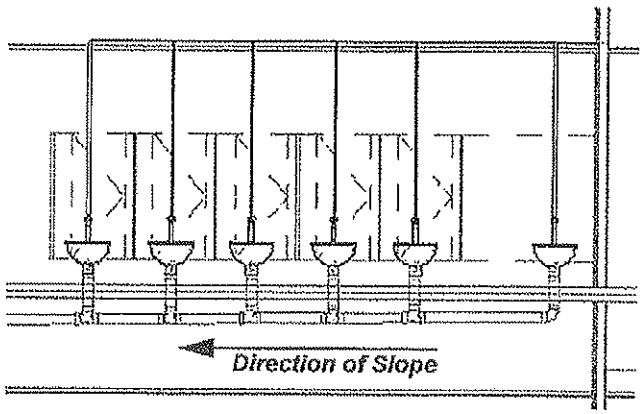

Figure 10–49
5. Review the existing layout and direction of slope, as shown in Figure 10–49.